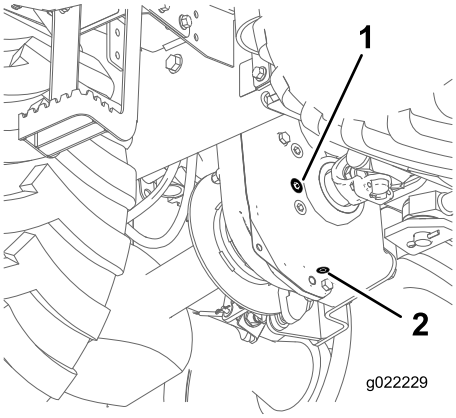

Figure 28
2. Nettoyez la surface autour du bouchon de remplissage avec un solvant de nettoyage (Figure 28).